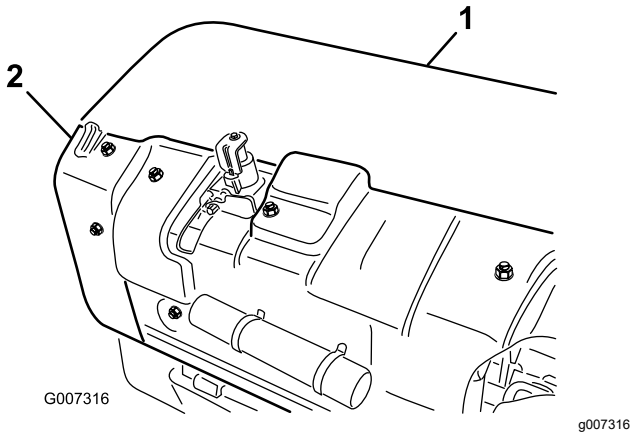

Figura 33
A. Retire la cubierta trasera del cabezal de perforación (Figura 33).
B. Retire los pernos de montaje del protector de la polea, y retire el protector (Figura 33).